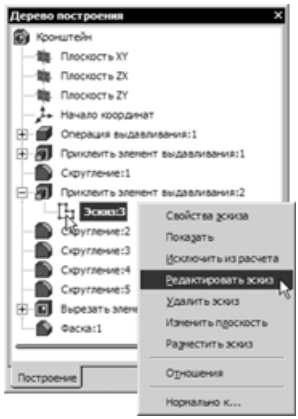

Рис. 4.56
- Выберите для редактирования **Эскиз:3** операции **Приклеить элемент выдавливания:2**. Эта операция отвечает за построение усеченной пирамиды (рис. 4.56).